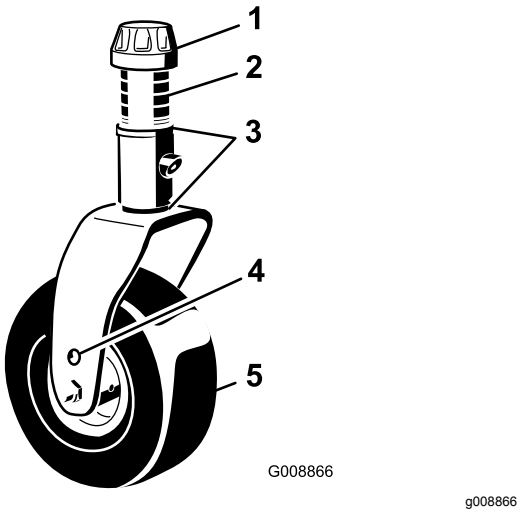

Figuur 28
3. Stel de opvulstukken (3 mm) op de voorste zwenkwielvork(en) in naargelang de maaihoogtesticker (Figuur 28); zie Schuinstand van het maaidek afstellen (bladz. 72).